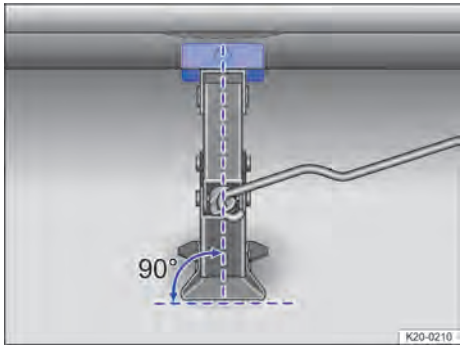
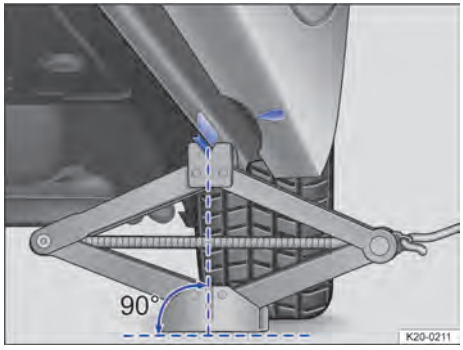

Fig. 236 Alineación correcta del gato.
Fig. 237 Alineación correcta del gato.
4. Asegúrese de que toda la base del gato descanse firmemente sobre el suelo y de que se encuentre en vertical exactamente debajo del punto de apoyo → Fig. 236 y → Fig. 237.
punto de apoyo situado debajo del vehículo → Fig. 237.
- Coloque el gato solamente en los puntos descritos. La garra del gato deberá sujetar bien el refuerzo del larguero inferior → Fig. 237.